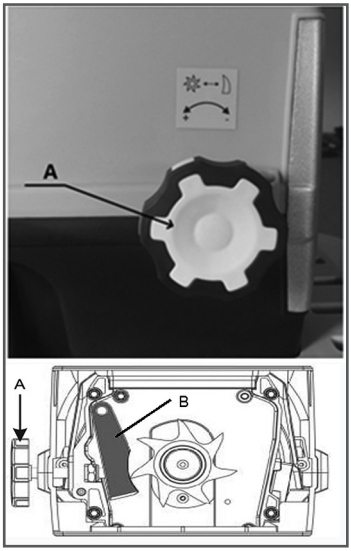

Рис. 6 Регулировка контрплиты
Для получения оптимального результата измельчения и предотвращения повреждения ножа контрплита B (Рис. 6) должна периодически регулироваться. Для этого включите измельчитель, поверните регулировочную ручку контрплиты A (Рис. 6) по часовой стрелке, пока не будет слышен легкий шум трения, и мелкие алюминиевые стружки в течение короткого времени будут сыпаться из разгрузочного желоба. Если этого не произошло, а ручка контрплиты находится в крайнем положении, необходимо осмотреть состояние ножа и контрплиты и заменить при необходимости контрплиту.
1. Поверните регулировочную ручку контрплиты A (Рис. 6) против часовой стрелки до упора.